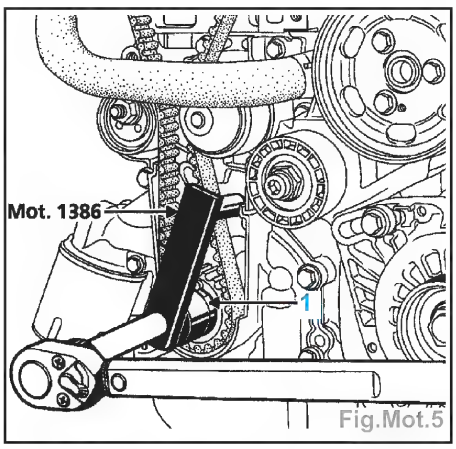

Fig.Mot.5
- Mettre en place l'entretoise (1) du **Mot. 1386** et serrer la vis du pignon de vilebrequin (Fig.Mot.5).
- Appliquer une précontrainte de 1 daN.m à la clé dynamométrique avec le **Mot.1386** entre le pignon de vilebrequin et la pompe à eau (Fig.Mot.5).